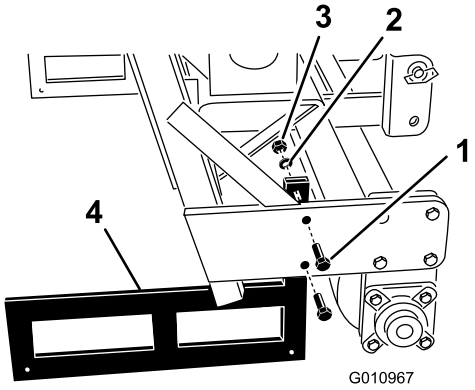

**Rysunek 33**
2. Odkręć śruby i nakrętki mocujące podpory magazynowe do każdej ze stron aeratora (Rysunek 33).